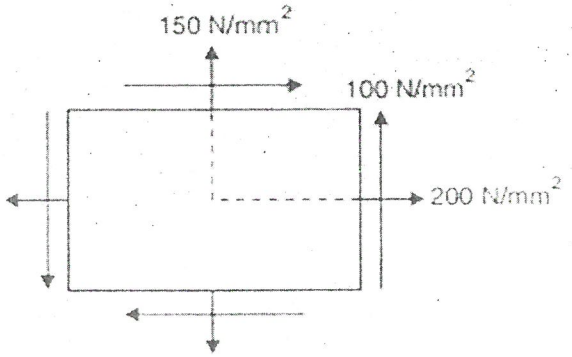

Fig. 7b
b. Determine the principal planes, principal stresses, maximum shear stresses and corresponding planes for the 2D stressed body as shown in figure 7b using numerical approach **06**